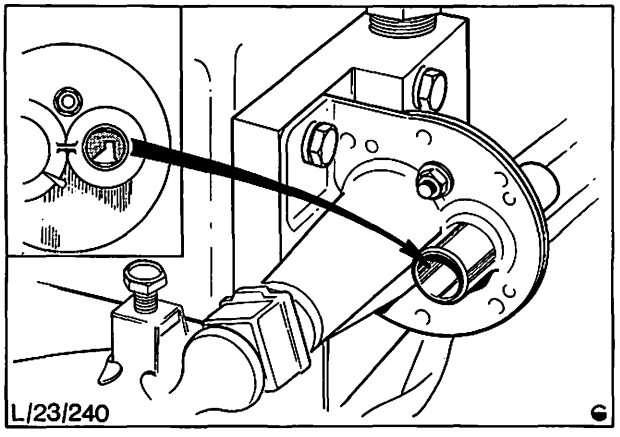

Abb. 57 Zusatzluftschieber prüfen (Motor kalt, Lochblende geöffnet)
b) Mit Spiegel und Lampe in den Schieber schauen. Bei kaltem Motor ist das Ventil, wie in Abb. 57 gezeigt, offen.